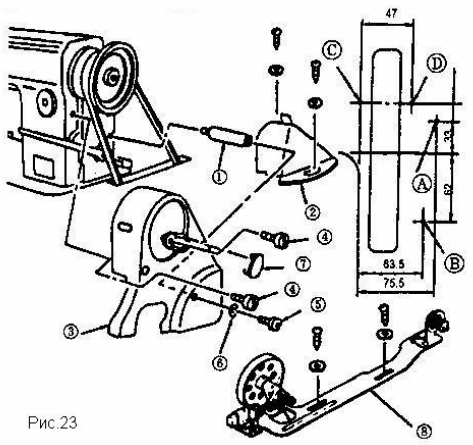

Рис.23
1. При пошиве тяжелых материалов переместите нитенаправитель (1) влево в направлении «А», чтобы увеличить длину нити, вытягиваемой нитепритягивателем.
2. При пошиве легких материалов переместите нитенаправитель (1) вправо в направлении «В», чтобы уменьшить длину вытягиваемой нити.
3. Если линия отметки «С» на нитенаправителе (1) находится на одной линии с центром нитки, то это стандарт.
17. РЕГУЛИРОВКА ОГРАЖДЕНИЯ ПРИВОДНОГО РЕМНЯ И МОТАЛКИ (Рис. 23, Рис. 24, Рис. 25).